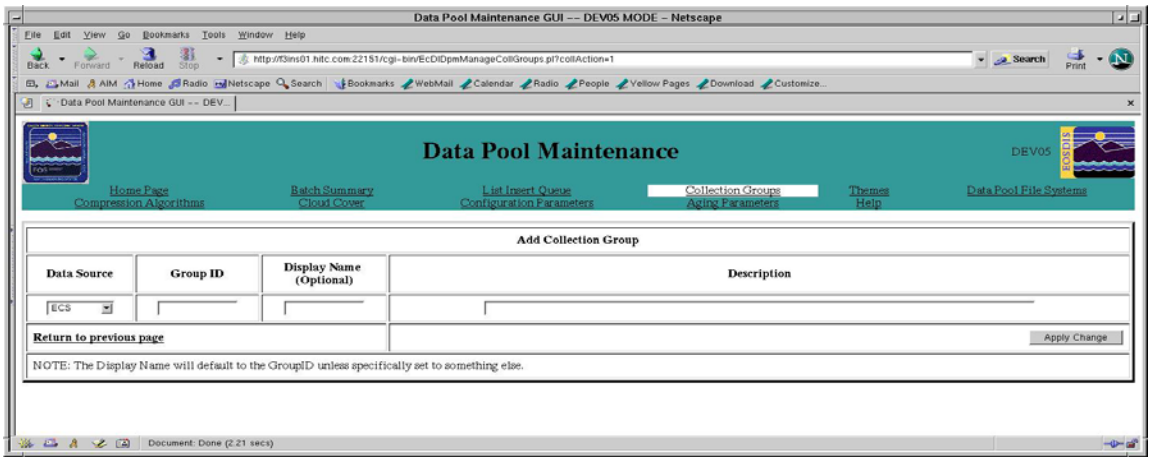

Figure 14.10-18. Add Collection Group Page
From time to time, it may be necessary to add or modify a collection group (e.g., if a DAAC begins archiving data from a new instrument). If a collection group is to be added to the list of collection groups, it is necessary to use the **Add Collection Group** link at the bottom of the Collection Groups page. Full-capability operators (only) can use the procedure that follows to add a collection group (see Figure 14.10-18):
- The **Add Collection Group** page is displayed (see Figure 14.10-18) providing a page with three columns of text-entry fields, **Data Source, Group ID**, **Display Name**, and **Description**.